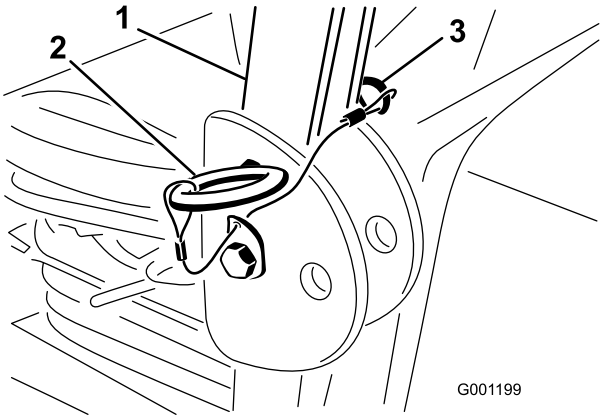

Figur 8
1. Fjern hårnålssplintpinnene og fjern de to pinnene fra veltebøylen (Figur 8).
2. Hev veltebøylen til oppreist stilling, monter de to pinnene og fest dem med hårnålssplintene (Figur 8).